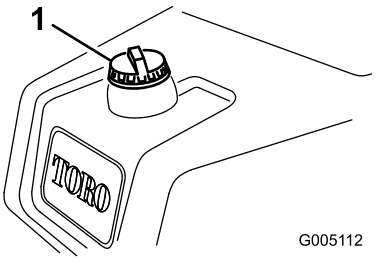

Figuur 21
1. Reinig de omgeving van de tankdop en verwijder deze (Figuur 21).